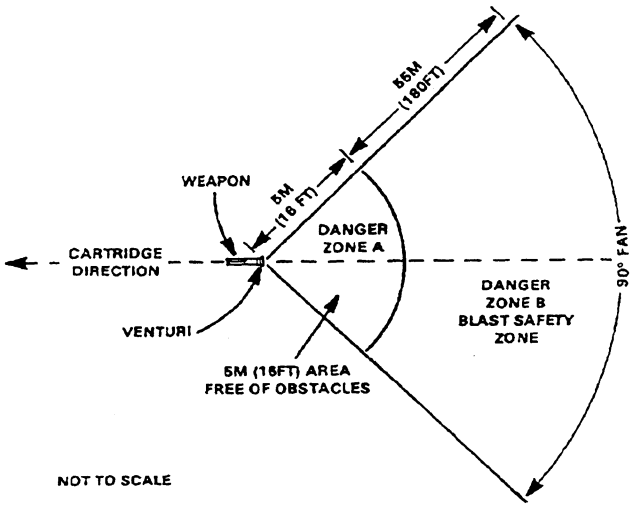

Figure 14-44.—Backblast danger zones.
3. Avoid the blast of flame and ejected residue to the rear of the launcher. Remove flammable material, such as dry vegetation, from the backblast area (fig. 14-44). Keep personnel and ammunition clear of the rear danger area unless adequate shelter protection is provided. Sand or loose dirt in the backblast area can also reveal your position to the enemy.